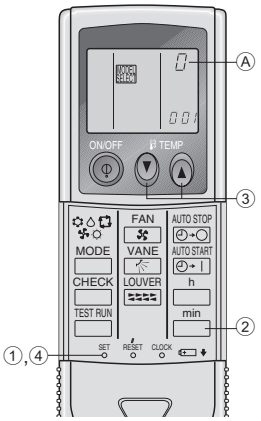

Fig. 6-8
2) Asignación de un controlador remoto inalámbrico por infrarrojos a cada unidad (Fig. 6-8)